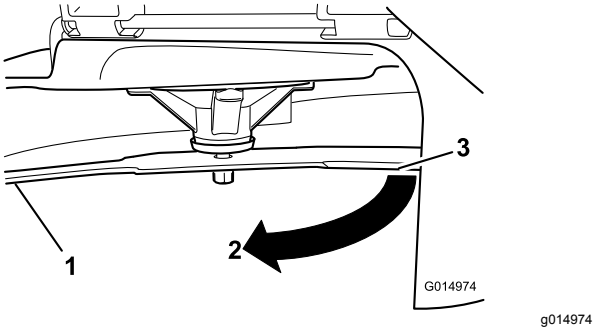

Figure 75
3. Mesurez la distance entre la lame et la surface (A)
4. Tournez la même lame de 180 degrés pour amener l'autre tranchant à la même position (Figure 75).